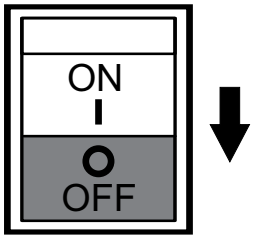

Figure 34. Operation Switch (Emergency)
1. Place operation switch (Figure 34) in the **OFF** position.